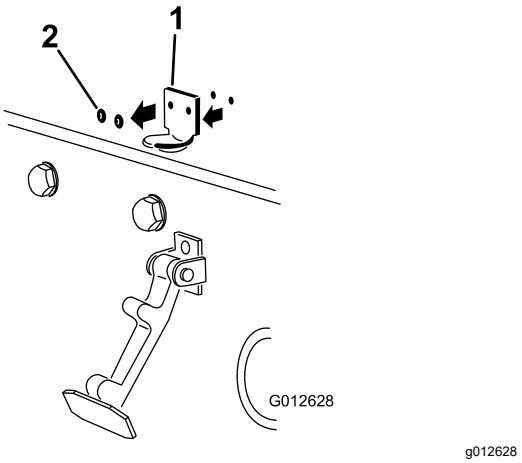

Figur 4
2. Fjern de to naglene som fester panserlåsbraketten til panseret (Figur 4).